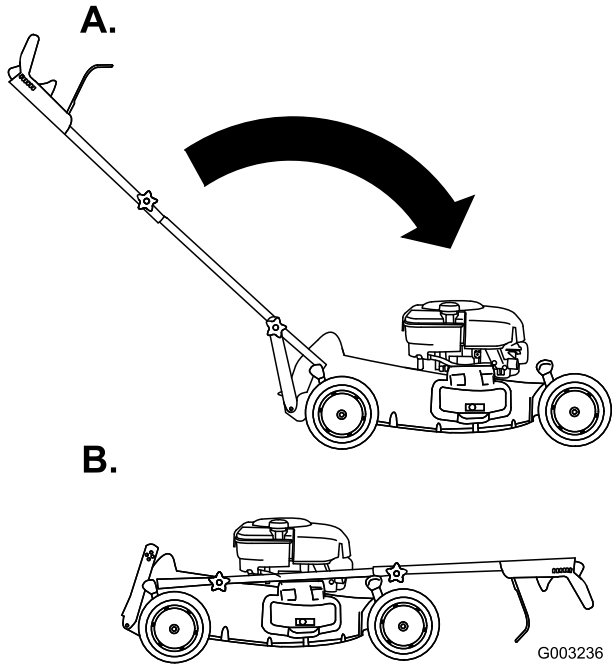

Figur 41
3. Roter håndtaket forover (Figur 41).